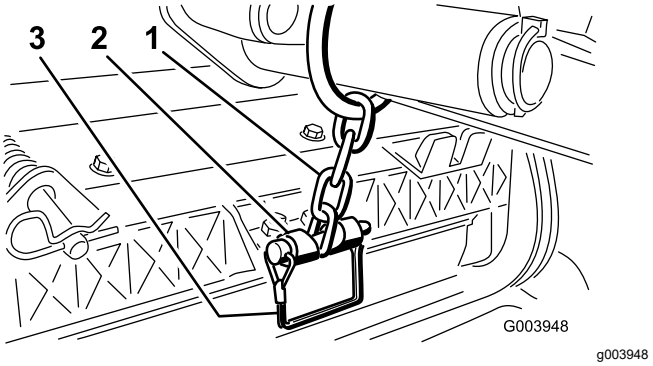

**Figur 12**
14. Fäst lyftarmens kedja på kedjefästet med låsstiftet (Figur 12).